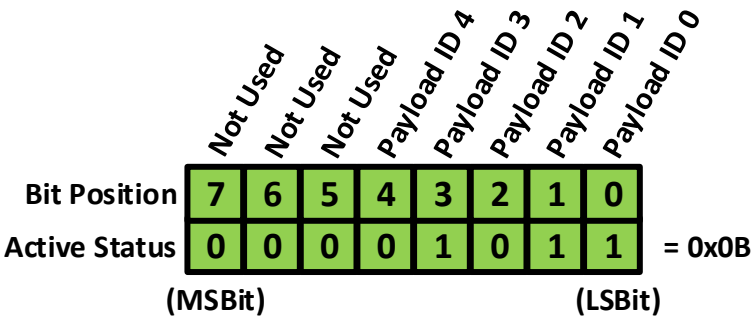

Figure 65: Active Payloads Example
The list is a series of bits which represent which payloads are active. A bit value of one (1) means the payload is active, a bit value of zero (0) means the payload is not active. Using the example from the Payload List (Tag 138), if payloads 0, 1, and 3 are active, bits 0, 1, and 3 will be set in the Active Payloads Value, as shown in Figure 65. The result for this example is a single byte with the value of 0x0B.